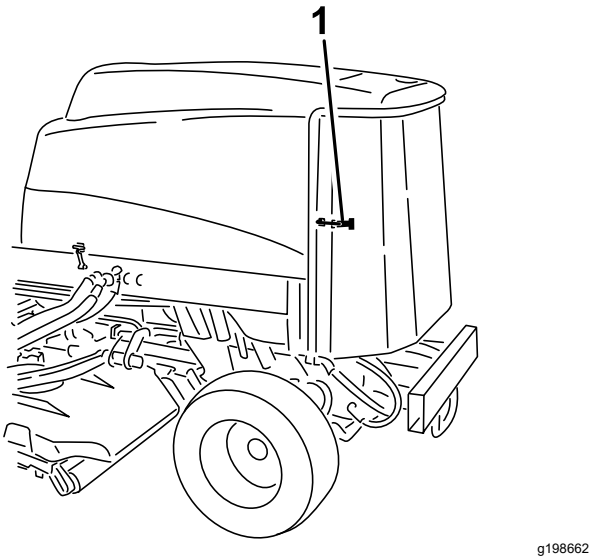

Figur 111
2. Lås opp og sving bakre skjerm åpen (Figur 111).